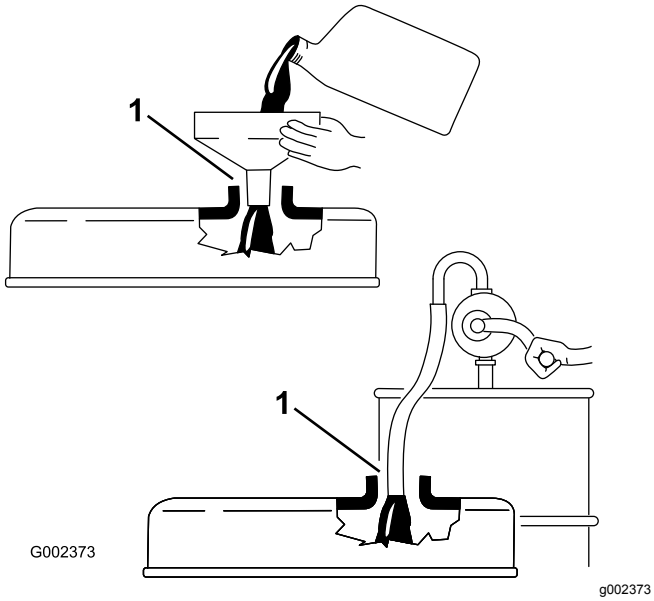

**Figur 27**
***Viktigt:*** **Ta ut oljestickan när du fyller på olja i motorn. När du fyller på motorolja *måste* det finnas ett mellanrum mellan oljepåfyllningsenheten och oljepåfyllningshålet i ventilkåpan enligt Figur 27. Mellanrummet är nödvändigt för att tillåta ventilation vid påfyllning, vilket hindrar att oljan rinner över i ventilatorn.**